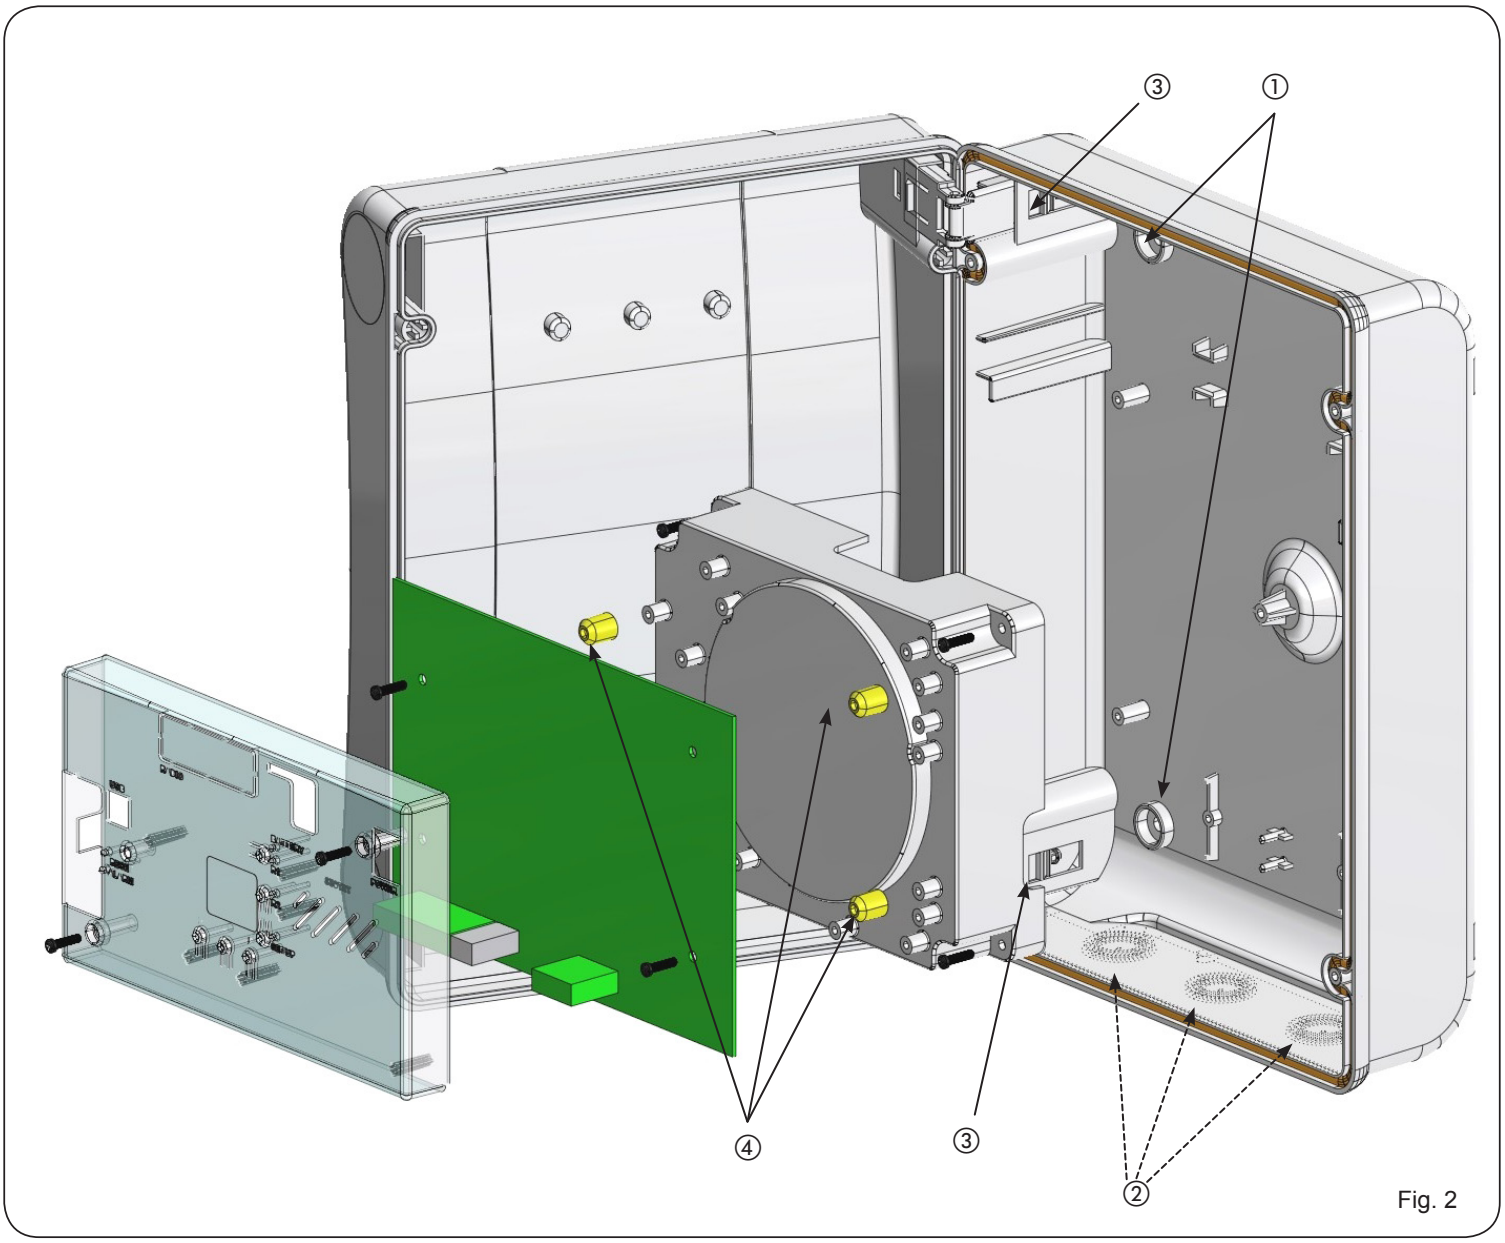
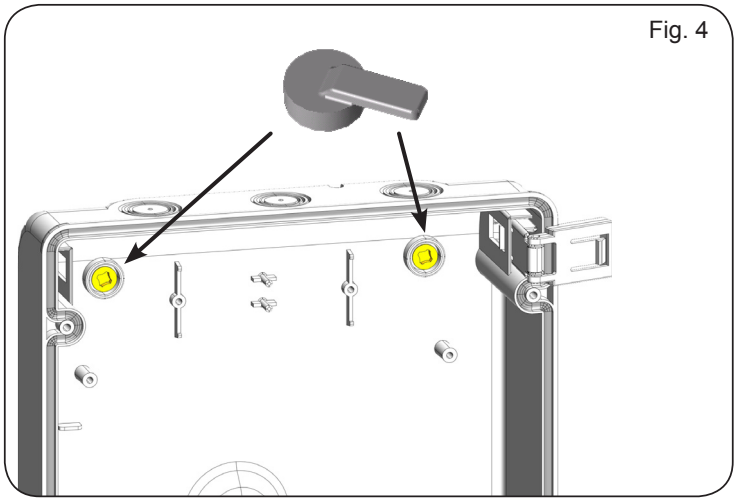

Fig. 2
Fig. 4
Fig. 2 shows the four 5 mm diam. holes for securing the box (ref.①) to the wall, the three fittings for installing the cable grippers M16/M20/M25 (ref. ②) and the two lid hinges (ref. ③).
When you have secured the box in the selected position, cover the securing holes (Fig. 2 ref. ①) and the screws with the supplied plugs as shown in Fig. 4.